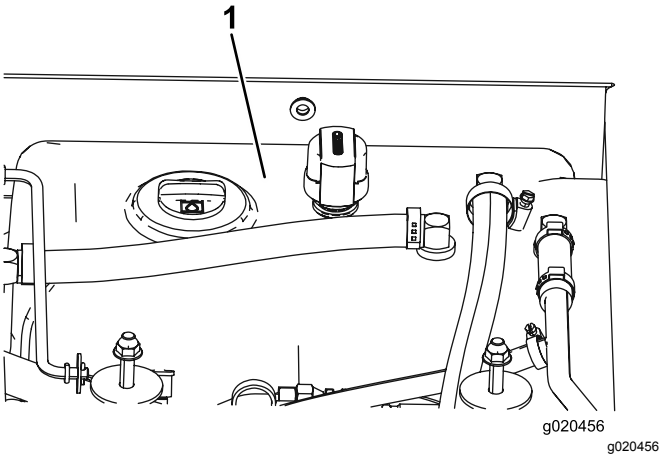

Figur 78
4. Fyll tanken (Figur 78) med hydraulvätska. Se Kontrollera hydraulvätskan (sida 60).